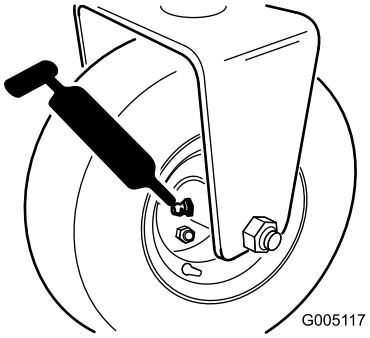

Figur 35
- Bagrullenav eller hvis udstyret med et sæt med trehjulstræk, baghjulets rullekoblinger og eksterne kugleleje (1) (Figur 35)